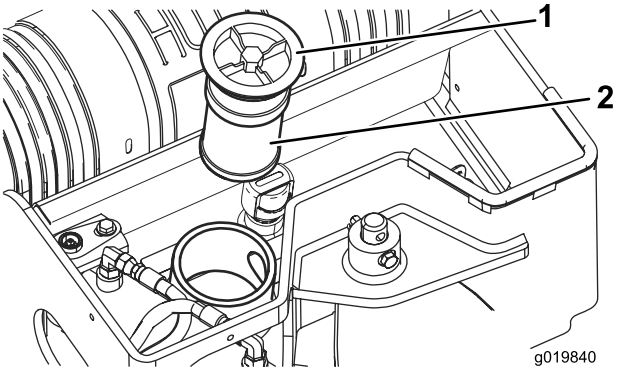

**Figur 60**
5. Ta bort och släng det gamla filtret (Figur 60).
6. Montera det nya hydraulfiltret och påfyllningslocket (Figur 60) och dra åt skruven ovanpå till 21–25 Nm.
6. Ta bort hydraultanklocket och filtret (Figur 60).
11. Montera hydraulfiltret och påfyllningslocket (Figur 60) och dra åt skruven ovanpå till 21–25 Nm.